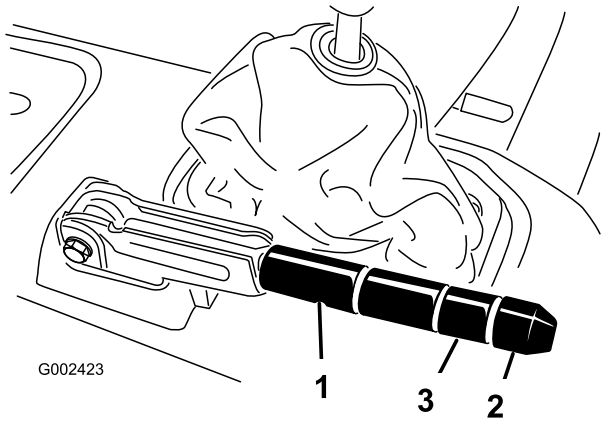

Figur 63
2. Lossa ställskruven som fäster ratten på parkeringsbromsspaken (Figur 63).